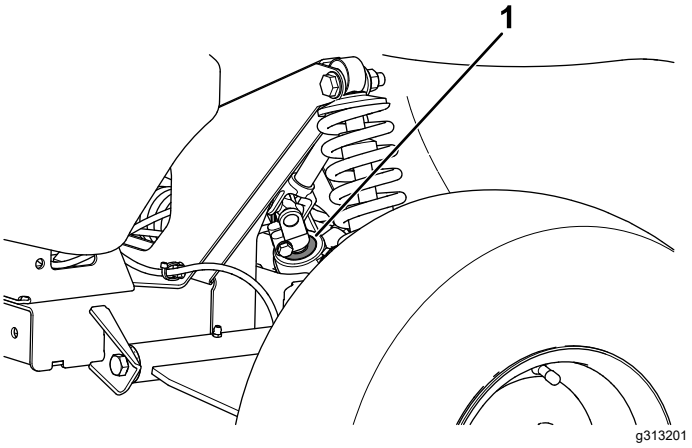

**Figur 51**
***Vigtigt:*** **Efterse drevakseltætningens tilstand og sikkerhed (Figur 51).**